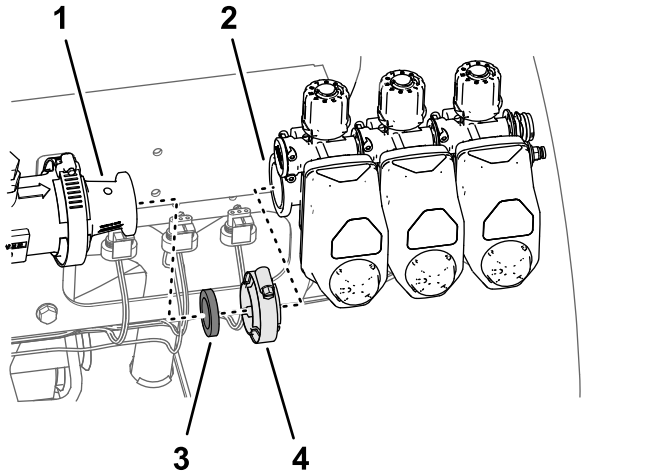

Rysunek 69
4. Wyjmij 3 zawory sekcji z maszyny (Rysunek 69).